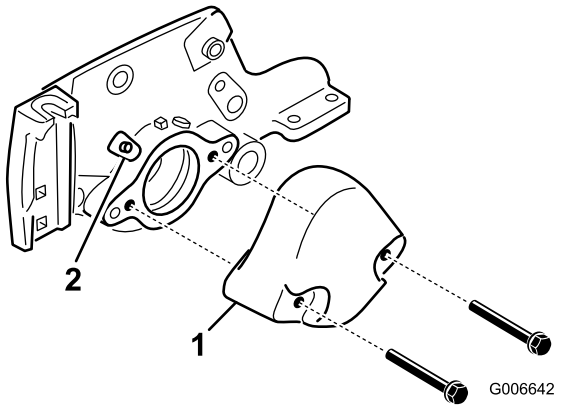

Bild 3
3. Nehmen Sie die zwei Schrauben ab, mit denen das Gegengewicht links hinten an der Schneideinheit befestigt ist. Nehmen Sie das Gegengewicht ab (Bild 3).
4. Nehmen Sie die geraden Schmiernippel aus dem Lagergehäuse und ersetzen Sie diese durch rechtwinklige Nippel (Bild 3). Positionieren Sie den Nippel so, dass er zur Oberseite der Schneideinheit zeigt.